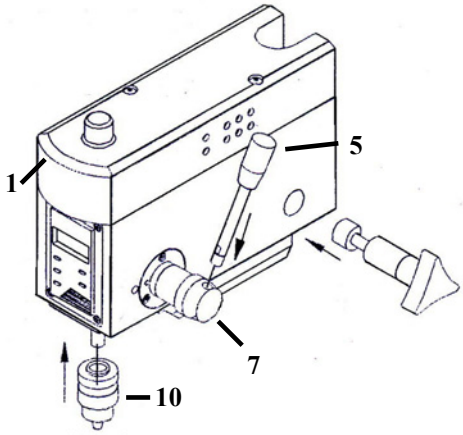

Abb. 3
c) Stecken Sie die Klemmschraube (2) in die Klemmschraubenöffnung ein (Abb.3).
e) Drücken Sie das Bohrfutter (10) in den Schaft der Spindel ein. Wenn das Bohrfutter festgezogen ist, drehen Sie die Klemme zur Überprüfung (Abb.3).
f) Stecken Sie den Hebel (5) in die vorgesehene Hebelfassung (7) (Abb.3).